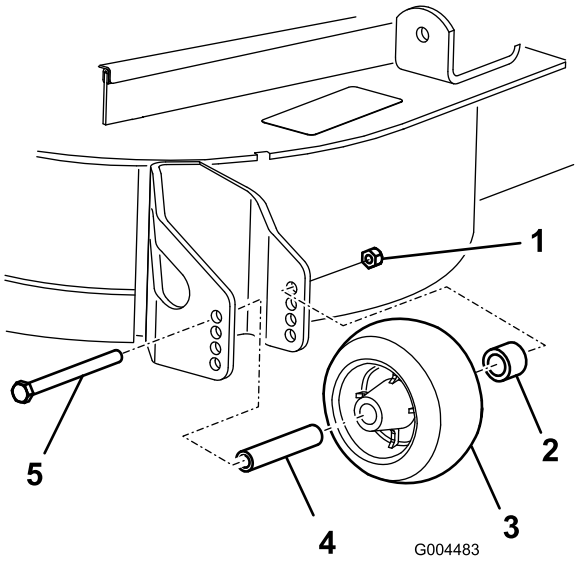

Figuur 18
3. Nadat u de maaihoogte hebt ingesteld, moet u de flensmoer, de lagerbus, het afstandsstuk en de bout verwijderen om de rollen in te stellen (Figuur 18).
5. Monteer de flensmoer, de lagerbus, het afstandsstuk en de bout. Draai met een torsie van 54-61 Nm.Figuur 18